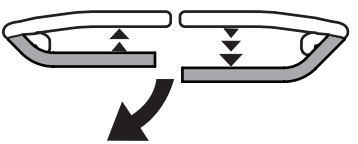

Fig. 25
1. Para girar a la izquierda mientras se desplaza marcha atrás, mueva la palanca de control del lado izquierdo hacia adelante respecto de la palanca derecha (Fig. 25).